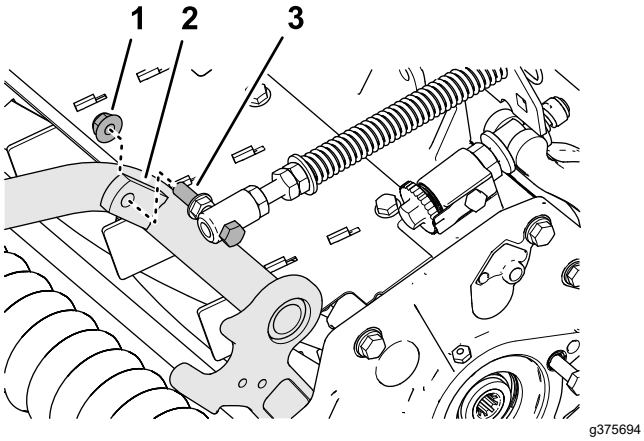

**Figuur 13**
4. Monteer de tapbout van de gazoncompensatieveer op de rechterlip van het draagframe (Figuur 13); gebruik hierbij de flensborgmoer (⅜").